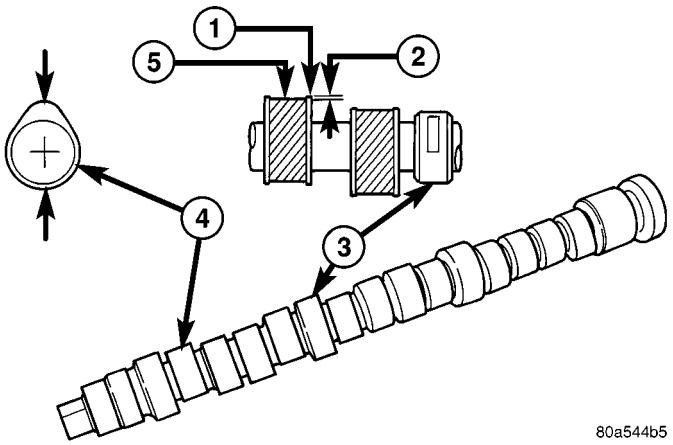

Fig. 27 Checking Camshaft(s) for Wear
(1) Inspect camshaft bearing journals for damage and binding (Fig. 27). If journals are binding, check the cylinder head for damage. Also check cylinder head oil holes for clogging.
(2) Check the cam lobe and bearing surfaces for abnormal wear and damage. Replace camshaft if defective.
(3) Measure the lobe actual wear (unworn area - wear zone = actual wear) (Fig. 27) and replace camshaft if out of limit. Standard value is 0.0254 mm (0.001 in.), wear **limit** is 0.254 mm (0.010 in.).